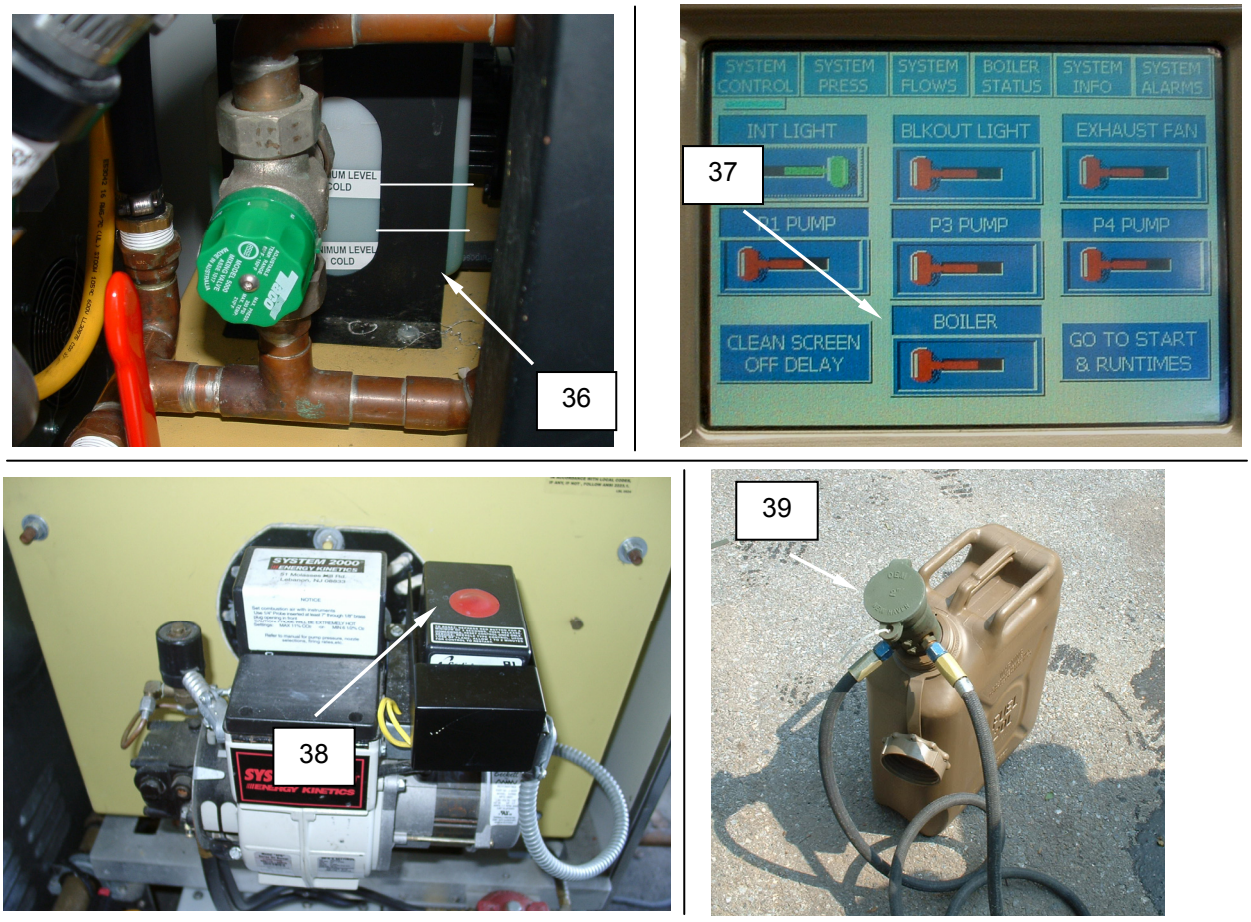

Figure 20. Operate the Boiler.
1. Ensure the boiler glycol level is above the minimum level and does not exceed the maximum levels. Add a 50/50 mix of ethylene glycol as necessary into the reservoir **(Figure 20, Item 36)**.
3. Switch the boiler **(Figure 20, Item 37)** ON at the PLC. You should hear the boiler come on immediately.
4. Monitor the boiler for at least five minutes to ensure proper operation. If the boiler shuts down within this amount of time, press the reset button **(Figure 20, Item 38)** on the controller for at least three seconds and continue to monitor for at least five minutes.
5. If the boiler shuts down again, shut the boiler off at the PLC **(Figure 20, Item 37)** and notify unit maintenance. Do not attempt a second restart.
6. Monitor the fuel supply during CBL operation. To replenish, shut down the boiler at the PLC **(Figure 20, Item 37)**, remove the fuel can adapter **(Figure 20, Item 39)**, and refill the can **(Figure 20, Item 40)**.